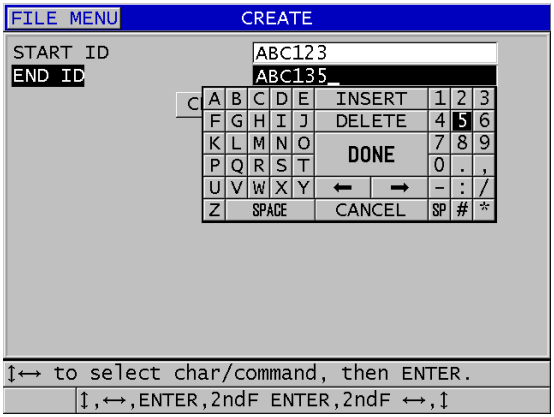

Rysunek 11-5 Wybór zakresu identyfikatorów w sekwencyjnym typie plików
3. Na drugiej stronie ekranu **CREATE** (Utwórz) (patrz Rysunek 11-5 na stronie 201):